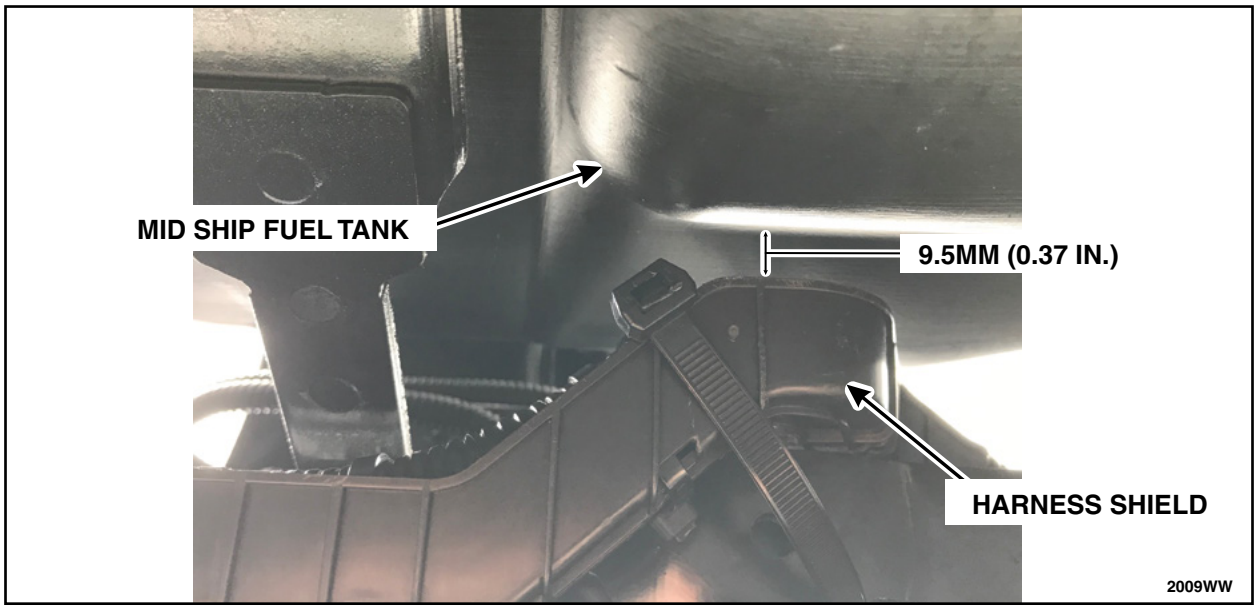

FIGURE 42
7. Using two (2) of the larger supplied tie straps, secure the harness shield to the reinforcement bracket using the existing holes in the reinforcement bracket.
8. Ensure that the wiring harness shield has at least 9.5mm (0.37 in.) of clearence from any contact to the mid ship fuel tank. See Figure 42.